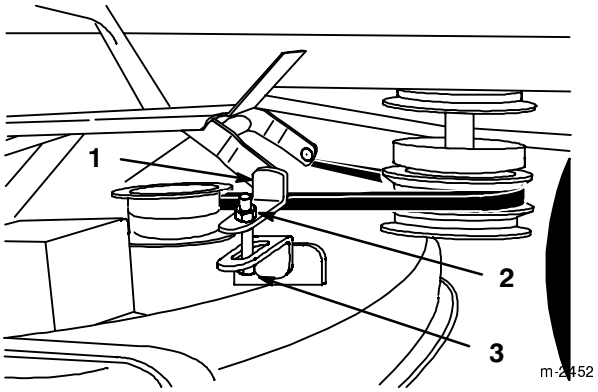

Figure 11
7. Fixer la liaison réglable avant au bras de relevage avant à l'aide d'une rondelle et d'une petite goupille épingle (Fig. 11).
6. Pour régler l'inclinaison avant/arrière des lames, desserrer le contre-écrou de la liaison avant réglable (Fig. 11).
7. Visser ou dévisser le boulon de la liaison avant réglable pour modifier l'inclinaison longitudinale des lames (Fig. 11).